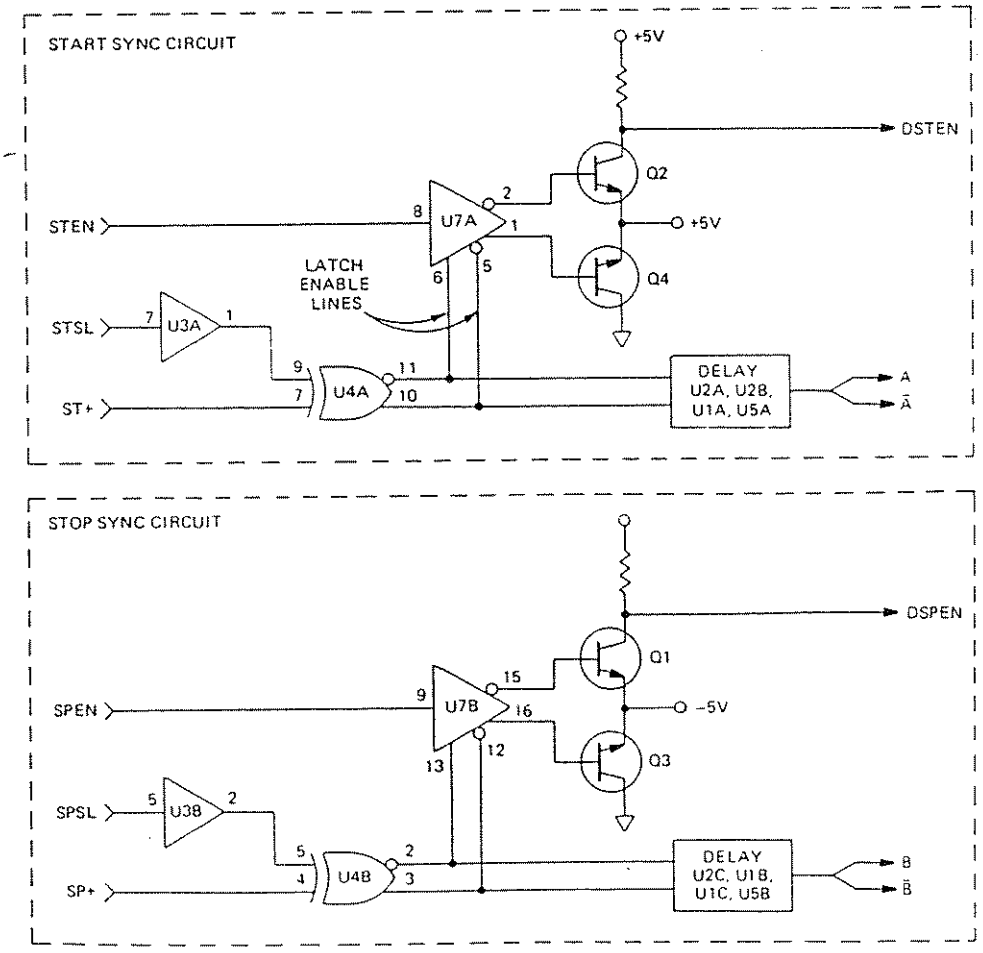

Figure 5.10 – Simplified Schematic for the Synchronization Circuit
5.3.4.3.5 The complementary outputs of U4A are connected to the latch enable lines of U7A. These latch enable lines (U7A-5 and 6) enable or disable the STEN signal to pass through U7A to Q2 and Q4. See Figure 5.10.